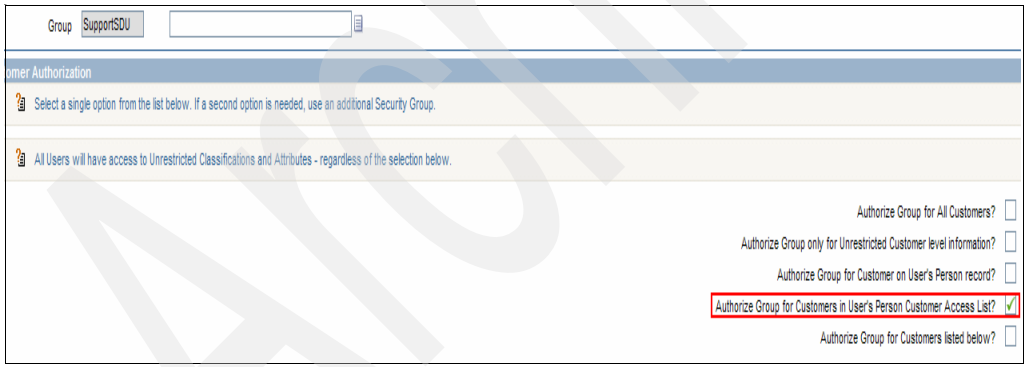

Figure 13-13 Authorize Group for customers option
11. Click the **Customer** tab, and select the **Authorize Group for Customers in User's Person Customer Access List** option, as shown in Figure 13-13.